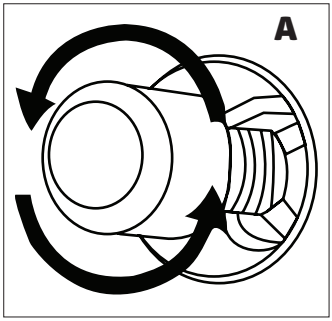
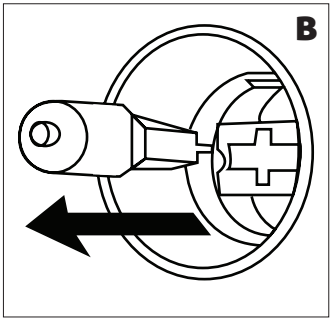

Figura 30
Figura 31
3. Depois remover a lâmpada do forno rodando-a (ver figura 30) se for do tipo **A**, ou puxando-a (ver figura 31) se for do tipo **B**.